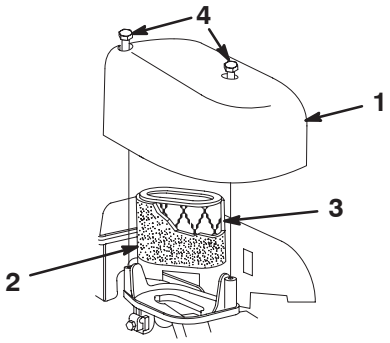

Figure 15
3. Remove the screws that secure the air filter cover (Fig. 15).
4. Remove the cover and clean it thoroughly (Fig. 15).
6. Wash the pre-cleaner with a mild detergent and water, then blot it dry (Fig. 15).
7. Remove the paper air filter and discard it (Fig. 15).
8. Insert the new paper air filter into the foam pre-cleaner (Fig. 15).
9. Install the new air filter (Fig. 15).
10. Install the cover and secure it (Fig. 15).